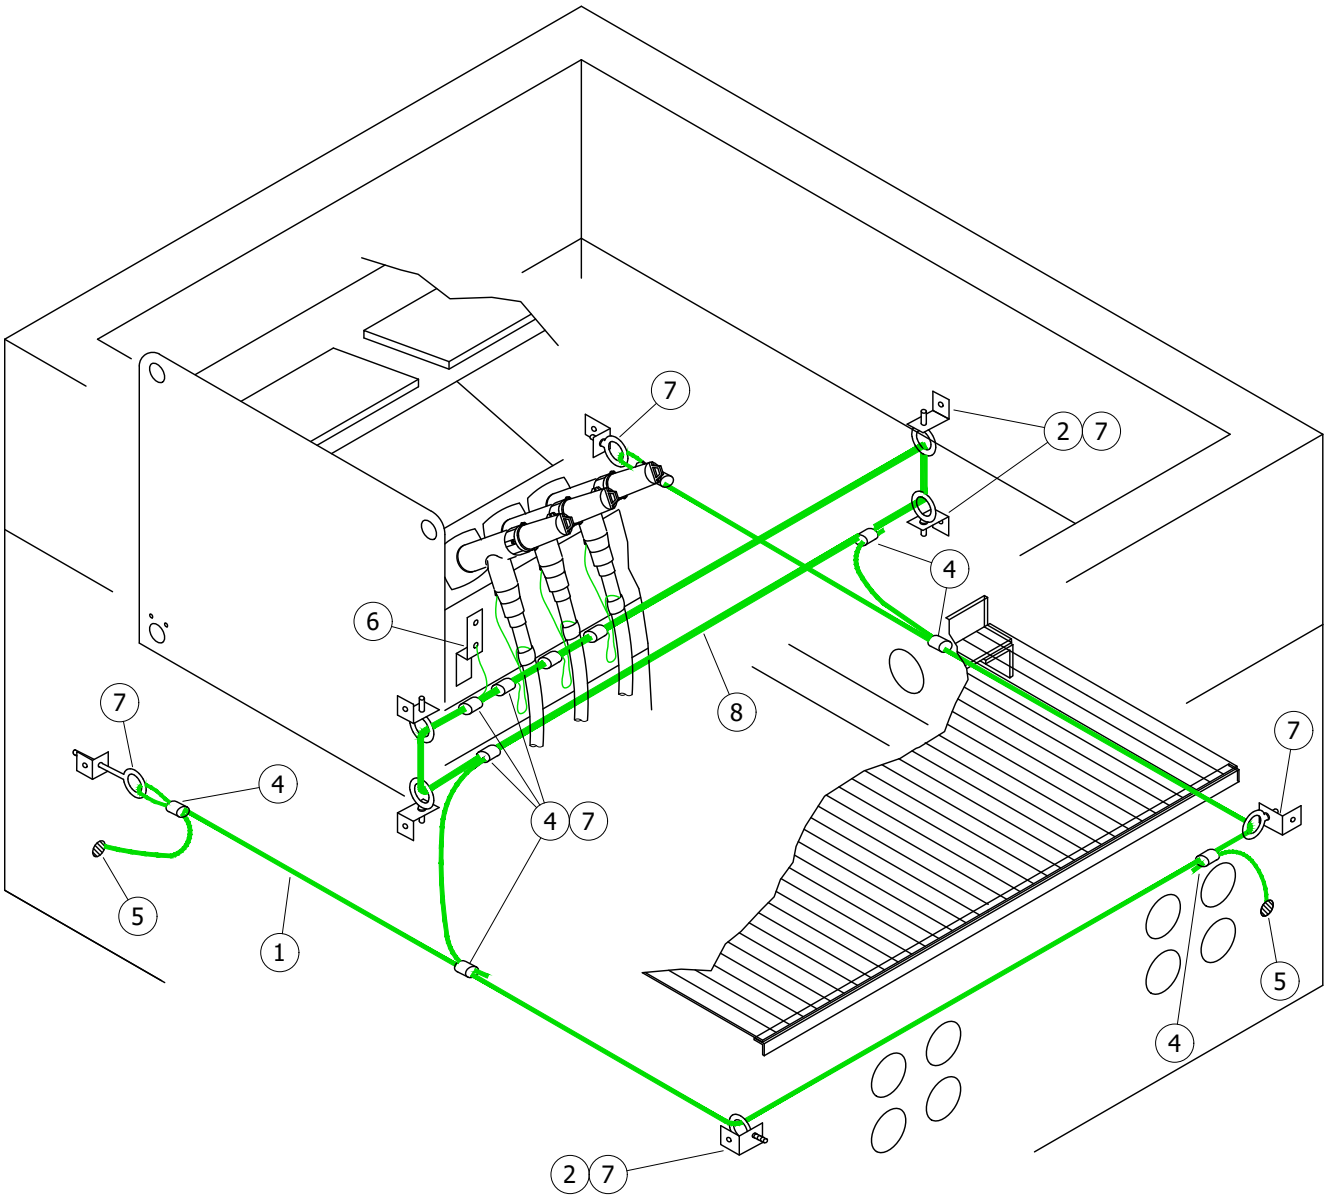

FIGURE 1
A. INSTALL HANDHOLE GROUND AS SHOWN IN FIGURE 1.